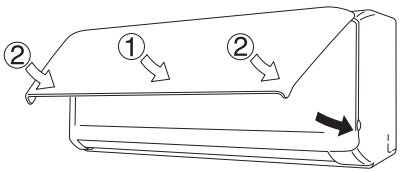

Fig. 2-256
(6) Insert the top of the anti-mold filter, and then secure the bottom of the filter with the protrusions on the unit.
(7) When closing the front panel, push the central part of the front panel first and then press the bottom right and left corners in place until you feel a click. (Fig. 2-256)